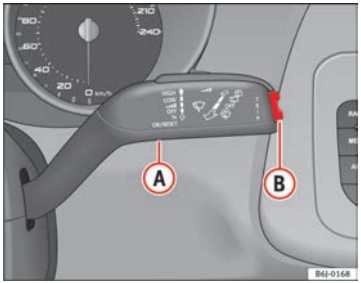

Fig. 35 Windscreen wiper and windscreen wash lever: button A and rocker switch B
You can switch between the following displays in the multifunction display (MFI) by operating rocker switch ⇒ Fig. 35 (B) on the window wiper lever.